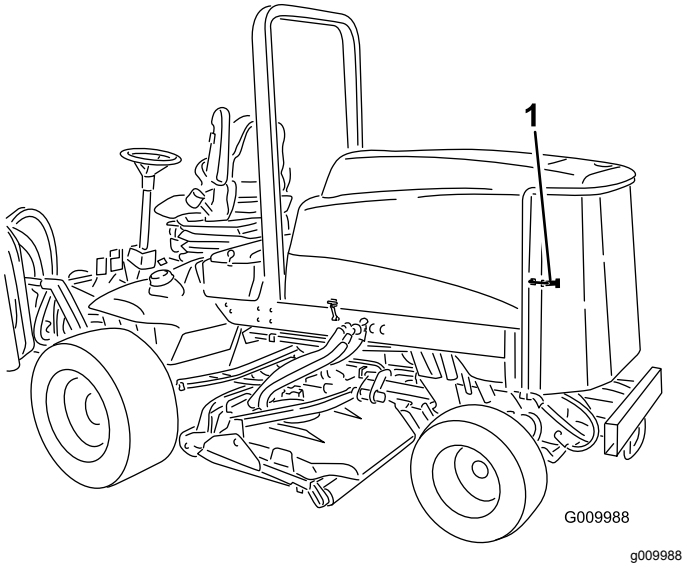

Figur 78
1. Lås opp og sving bakre skjerm åpen (Figur 78).